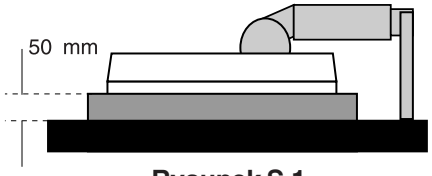

Rysunek S.1
3. Połóż monitor ekranem w dół na miękkiej powiechni (umieść ekran na platformie o wysokości 50 mm tak, żeby podstawa znalazła się w pozycji równoległej do powierzchni.) (**Rysunek S.1**).